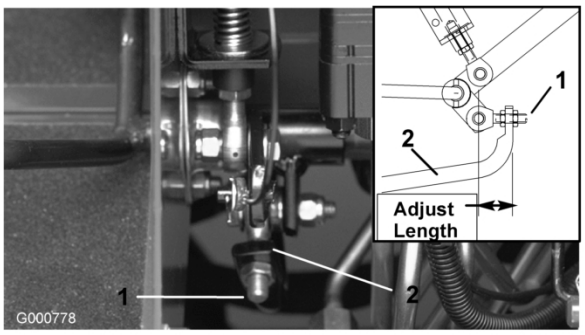

Figura 59
4. Regolate i controdadi dal lato asta della pompa per muovere in avanti il tubo di controllo della pompa ed eliminare lo spostamento in avanti, o per muoverlo indietro ed eliminare lo spostamento indietro (Figura 59).